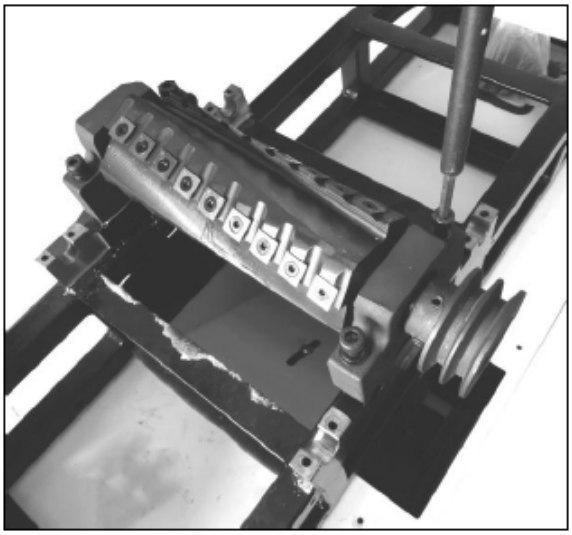

Рис. 37
7. Ослабьте 4 винта с шайбами, с помощью которых строгальный вал крепится к основанию станины; доступ к винтам осуществляется через верхнюю часть основания станка. См. Рис. 37 и 38. Установите ключ на каждый из винтов и откручивайте их, пока строгальный вал не открепится.